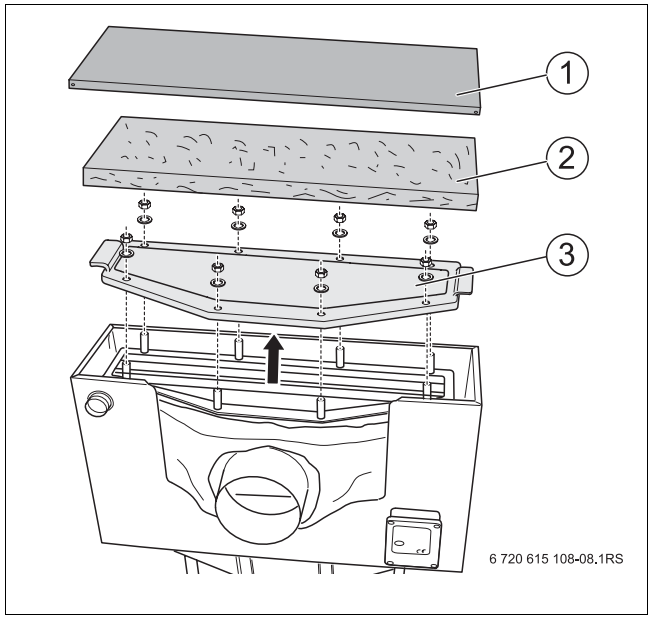

Fig. 21 Rimozione del coperchio di pulizia
- Riavvitare il coperchio di pulizia con la guarnizione (→ fig. 21, pag. 25, [3]).
- Rimettere l'isolamento termico (→ fig. 21, pag. 25, [2]) e rimontare il pannello di copertura dello scambiatore di calore (→ fig. 21, pag. 25, [1]).